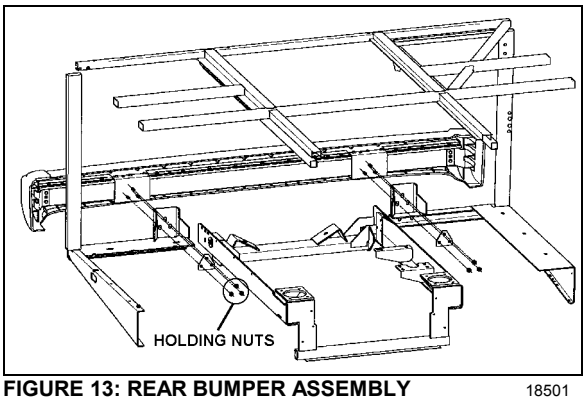

FIGURE 13: REAR BUMPER ASSEMBLY 18501
1. Remove 6 nuts (3 on each side) holding bumper assembly to vehicle and remove bumper (Fig. 13).